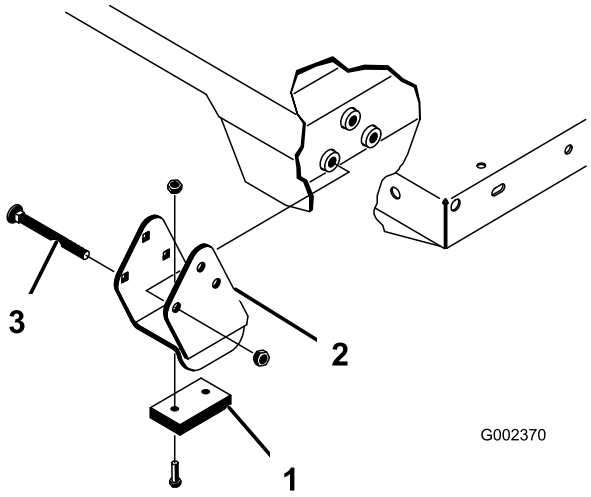

Figur 34
Merk: Påse at avstandsbrakettene og slitasjeblokkene (Figur 34) er montert med låsebolthodene plassert på innsiden av maskinen.
2. Sett planet forsiktig oppå maskinens ramme. Hullene i den bakre hengselplaten skal være på linje med hullene i den bakre rammekanalen. Monter to splittpinner og ringstifter (Figur 34).
4. Før inn splittpinnen fra utsiden av planet med ringstiften mot utsiden (Figur 34).